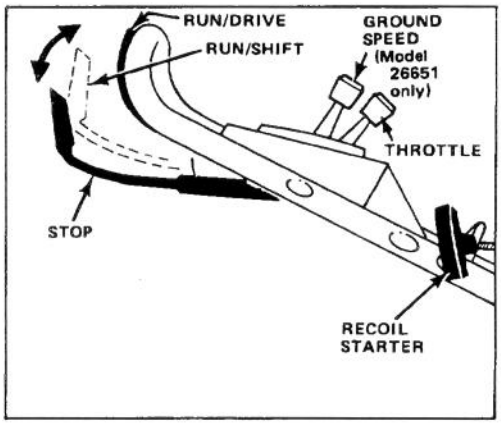
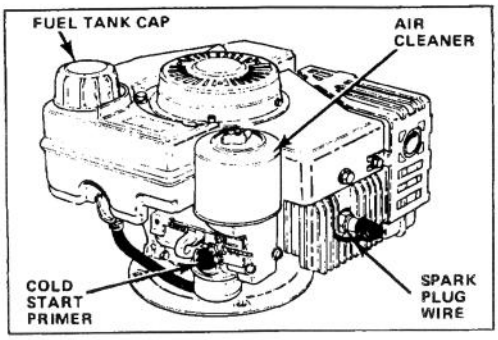

Figure 9
Figure 10
1. CONTROLS – Throttle, ground speed control (model 26651 only), control bar and fingertip starter are on upper handle (Fig. 9).
2. Push wire onto spark plug (Fig. 10).
3. STARTING – Move ground speed control to "N" (model 26651 only) and throttle to "FAST" (Fig. 9). Cover hole in center of primer (Fig. 10) and push two (2) or (3) three times, waiting about 2 seconds between each push. Lift control bar (Fig. 9) to mower handle and hold.
4. TRACTION OPERATION – Allow control bar to move into the RUN/SHIFT position. Move ground speed control to desired setting and squeeze control bar against handle to drive. Ground speed varies, depending on space between control bar and handle (Fig. 9).
1. Stop engine and pull wire off spark plug (Fig. 10).